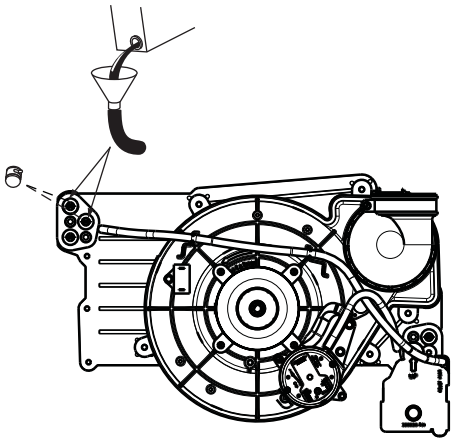

Fig. 67 – Priming Condensate Trap
4. Remove the top unused rubber plug from the port on the collector box opposite the condensate trap. See Fig. 67.
9. Remove the middle unused rubber plug from the port on the collector box opposite the condensate trap. See Fig. 67.